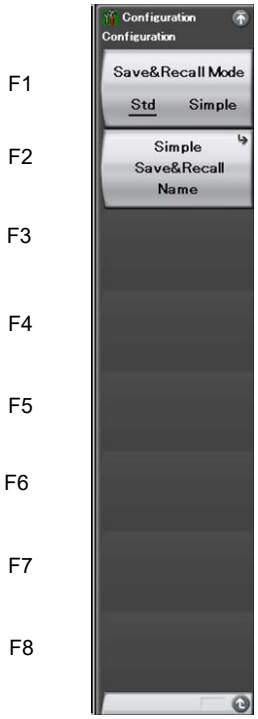

Figure 3.6.4-1 Save&Recall Settings menu
3. Press F6 (Save&Recall Settings) to display the Save&Recall Settings menu in Figure 3.6.4-1.